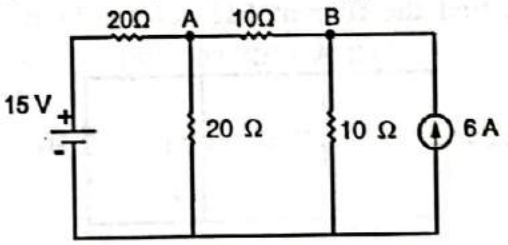
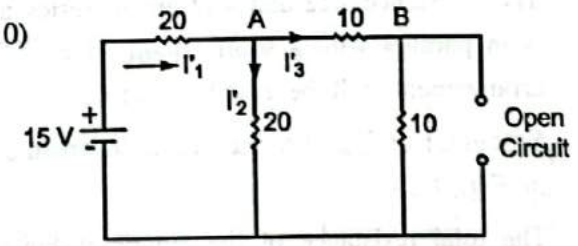

**FIG. 1.98**
**FIG. 1.99 : CIRCUIT WITH 15 V SOURCE**
**Using Superposition theorem, calculate the current $I_{AB}$ in the given circuit of Fig. 1.98.**
- The network of Fig. 1.98 is reduced to that shown in Fig. 1.99.